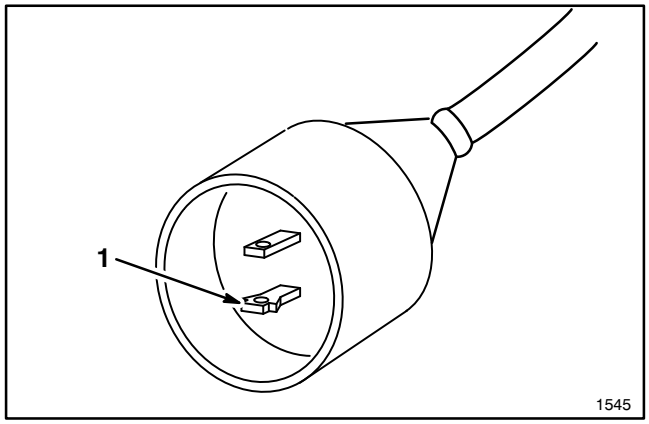

Figure 6
8. To reduce the risk of electric shock, this appliance has a polarized plug (one blade is wider than the other) (Fig. 6) and will require the use of a polarized extension cord. The appliance plug will fit into a polarized extension cord only one way. If the plug does not fit fully into the extension cord, reverse the plug. If the plug still does not fit, obtain a correct polarized extension cord. A polarized extension cord will require the use of a polarized wall outlet. This plug will fit into the polarized wall outlet only one way. If the plug does not fit fully into the wall outlet, reverse the plug. If the plug still does not fit, contact a qualified electrician to install the proper wall outlet. Do not change the equipment plug, extension cord receptacle, or extension cord plug in any way.
Your unit has a polarized plug. This means one prong in the Power Shovel cord is larger than the other (Fig. 6). When inserting the end of a suitable extension cord into the Power Shovel cord, be sure to insert the enlarged prong into the wide slot in the extension cord end. See Safety Instructions, item #8, for additional information.